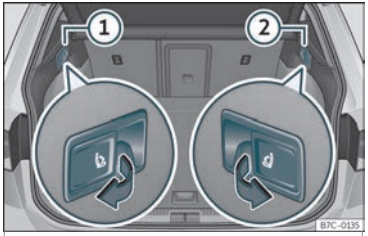

Fig. 103 No maleteiro:pancas para desbloqueo a distancia das partes esquerda ① e dereita ② do respaldo traseiro.
- Tire da panca de desbloqueo ››› **fig. 103** da parte do respaldo que desexe abater.